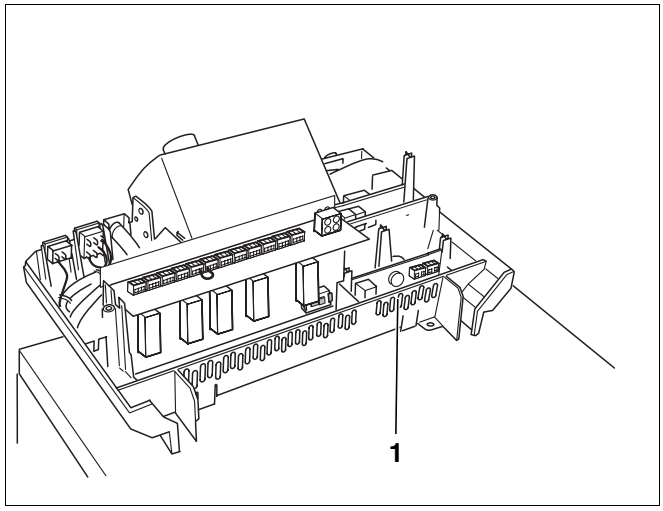

*Abb. 3 Potentiometer einstellen*
- Einschaltdifferenz über das Potentiometer (Abb. 3, **Pos. 1**) einstellen.